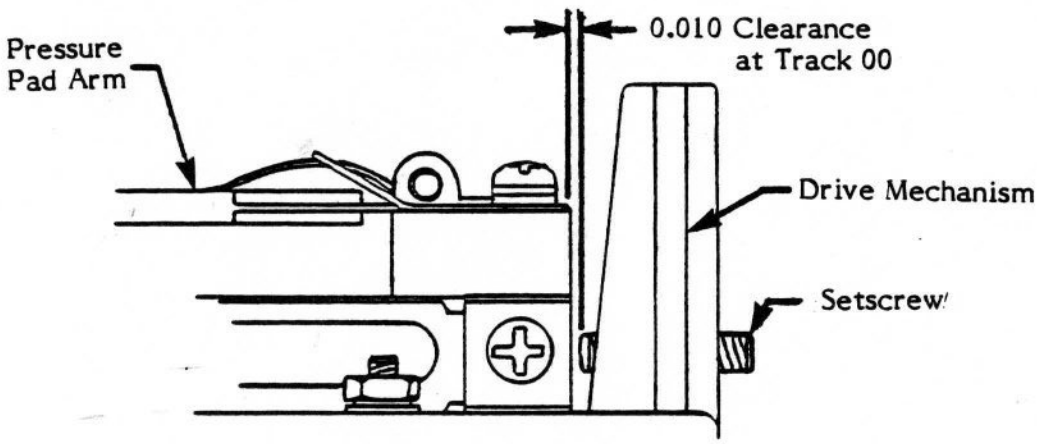

Figure 3-8. Head to Setscrew Clearance
6. If the waveform does not appear correctly, check and adjust as needed for a 0.010 inch clearance between the setscrew and the rear corner of the head carriage plastic molding. (See Figure 3-8.)